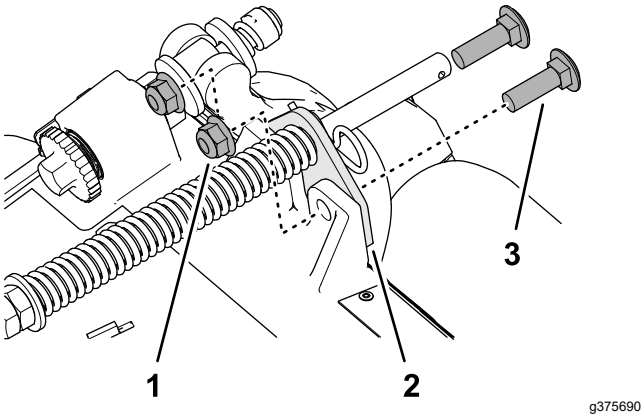

Figur 18
2. Fjern de 2 flangelåsemøtrikker (⅜") og 2 bræddebolte (⅜" x 1¼"), der fastgør græskompensatorbeslaget til klippeenhedens ramme (Figur 18).